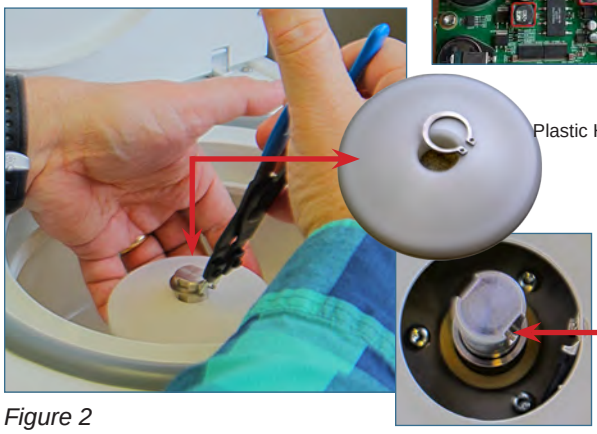
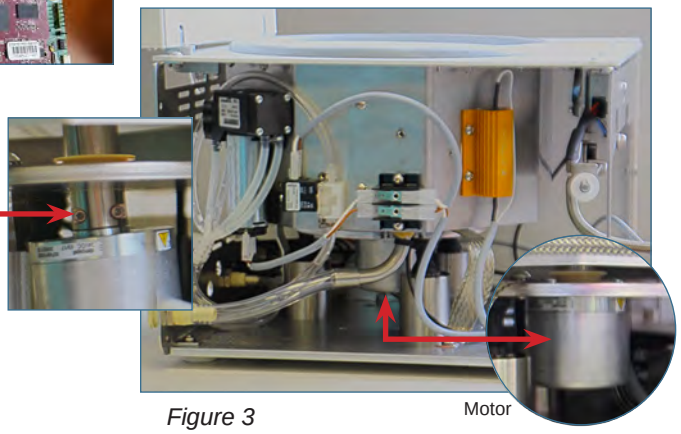

Figure 2
Figure 3
6. Loosen and remove the snap ring around the rotor shaft using snap ring pliers *(Figure 2)*.
8. Using a T20 Torx screwdriver, remove the three (3) screws which surround the rotor shaft and secure the motor to the mounting plate.
9. Using a 2.5 mm Allen wrench, loosen (do not remove) the screws on the coupling around the rotor shaft. Remove the motor making note of the orientation of the motor prior to removal *(Figure 3)*.